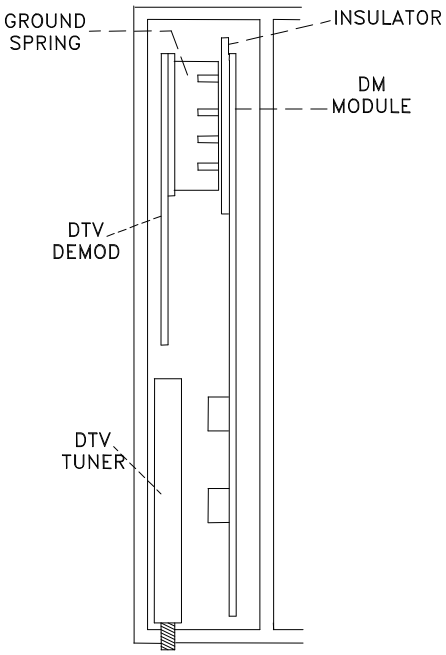

Figure 3: Checking new DM Operation
6. Check operation before installing the DM Cover, *Figure 3.*